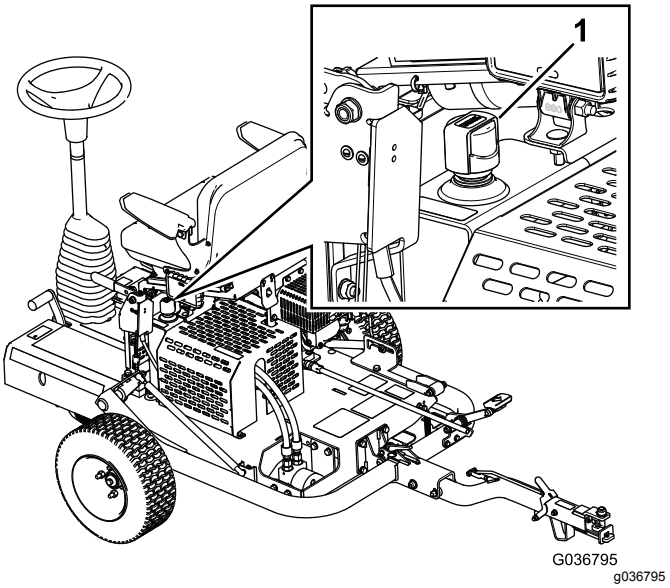

Figur 21
3. Fjern dækslet til hydrauliktanken, og kontroller væskestanden med målepinden (Figur 21).